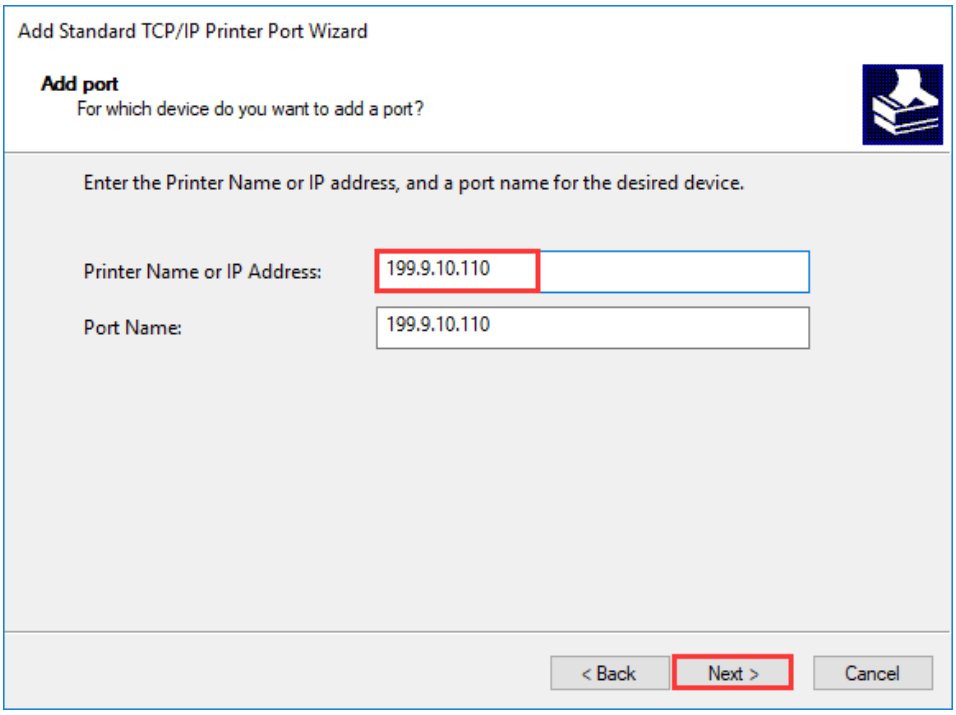

Figure 2-33 Add Port Screen
7. On the "Add Port" screen, enter the IP Address of the printer (Note: the IP address here must be consistent with the IP address of the printer that has been set, and the port name will be generated automatically), and then click "Next", as shown in Figure 2-33.